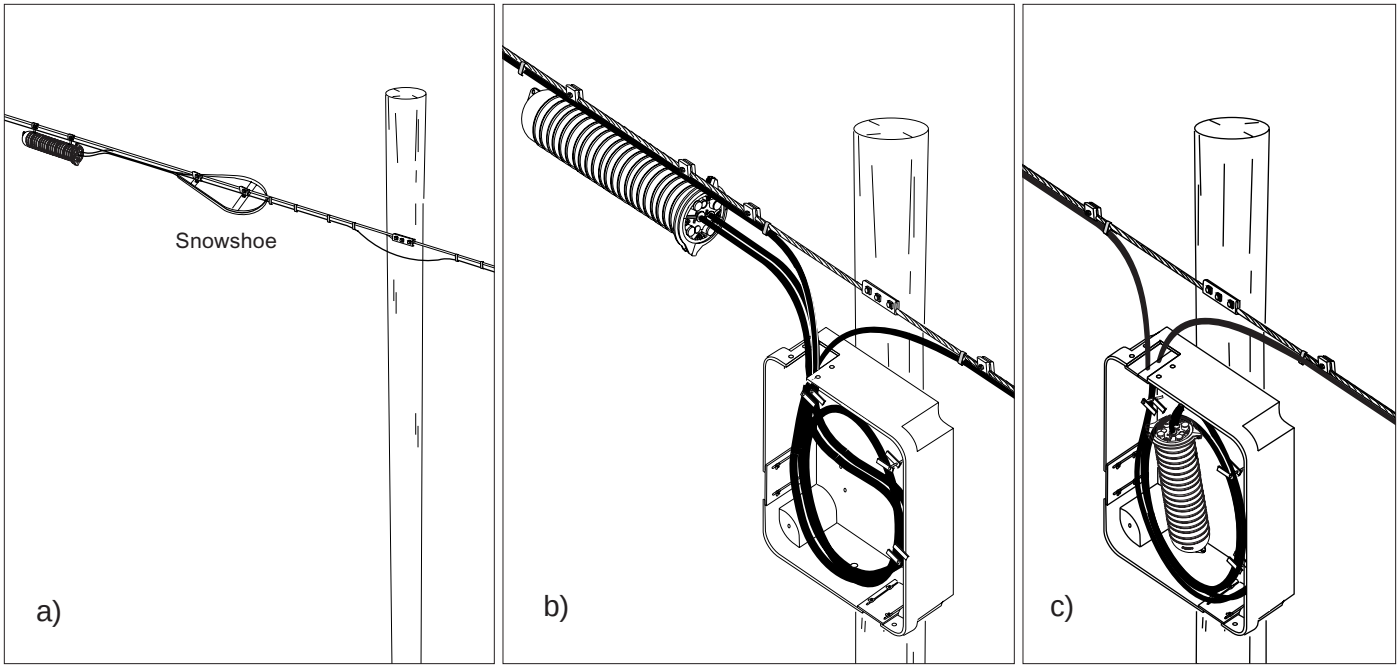

Figure 17 - Slack loops and splice closures
4.38 Figure 17 illustrates an installed splice closure and three storage options: